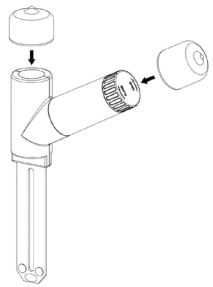

Figure 3B
- After the sensor has been verified (see Pre-installation), install the long silicone cap over the battery compartment and the short silicone cap over the LED indicator as shown in Figure 3B.